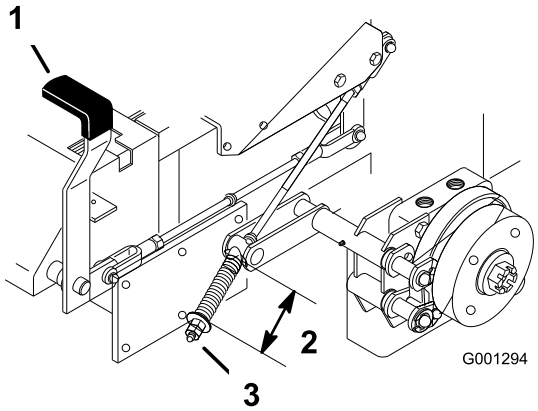

Figuur 57
2. Meet de lengte van de veer. De lengte tussen de ringen moet 64 mm zijn (Figuur 57).
3. Als de lengte moet worden afgesteld, draait u de contramoer onder de veer los en draait u de moer direct onder de gaffel aan (Figuur 57). Draai de moer totdat de lengte correct is. Draai de moer naar rechts om de veer korter te maken en naar links om de veer langer te maken.